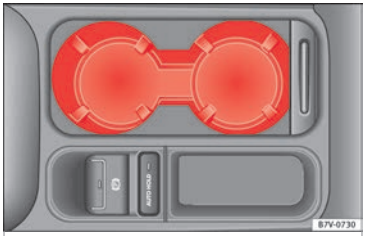

Fig. 189 Front centre console: drink holder
- To *open*, move the cover backwards ››› **Fig. 189**.